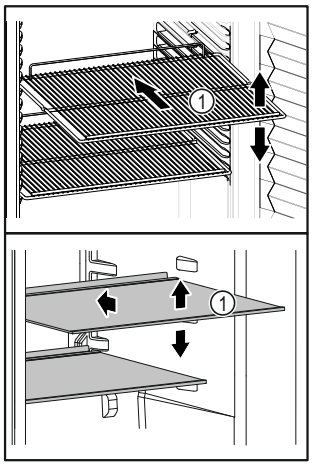

Fig. 10 Reprezentare exemplificativă
- ❑ Dacă polițele *Fig. 10 (1)* pot fi mutate, adaptați-le în funcție de înălțime.